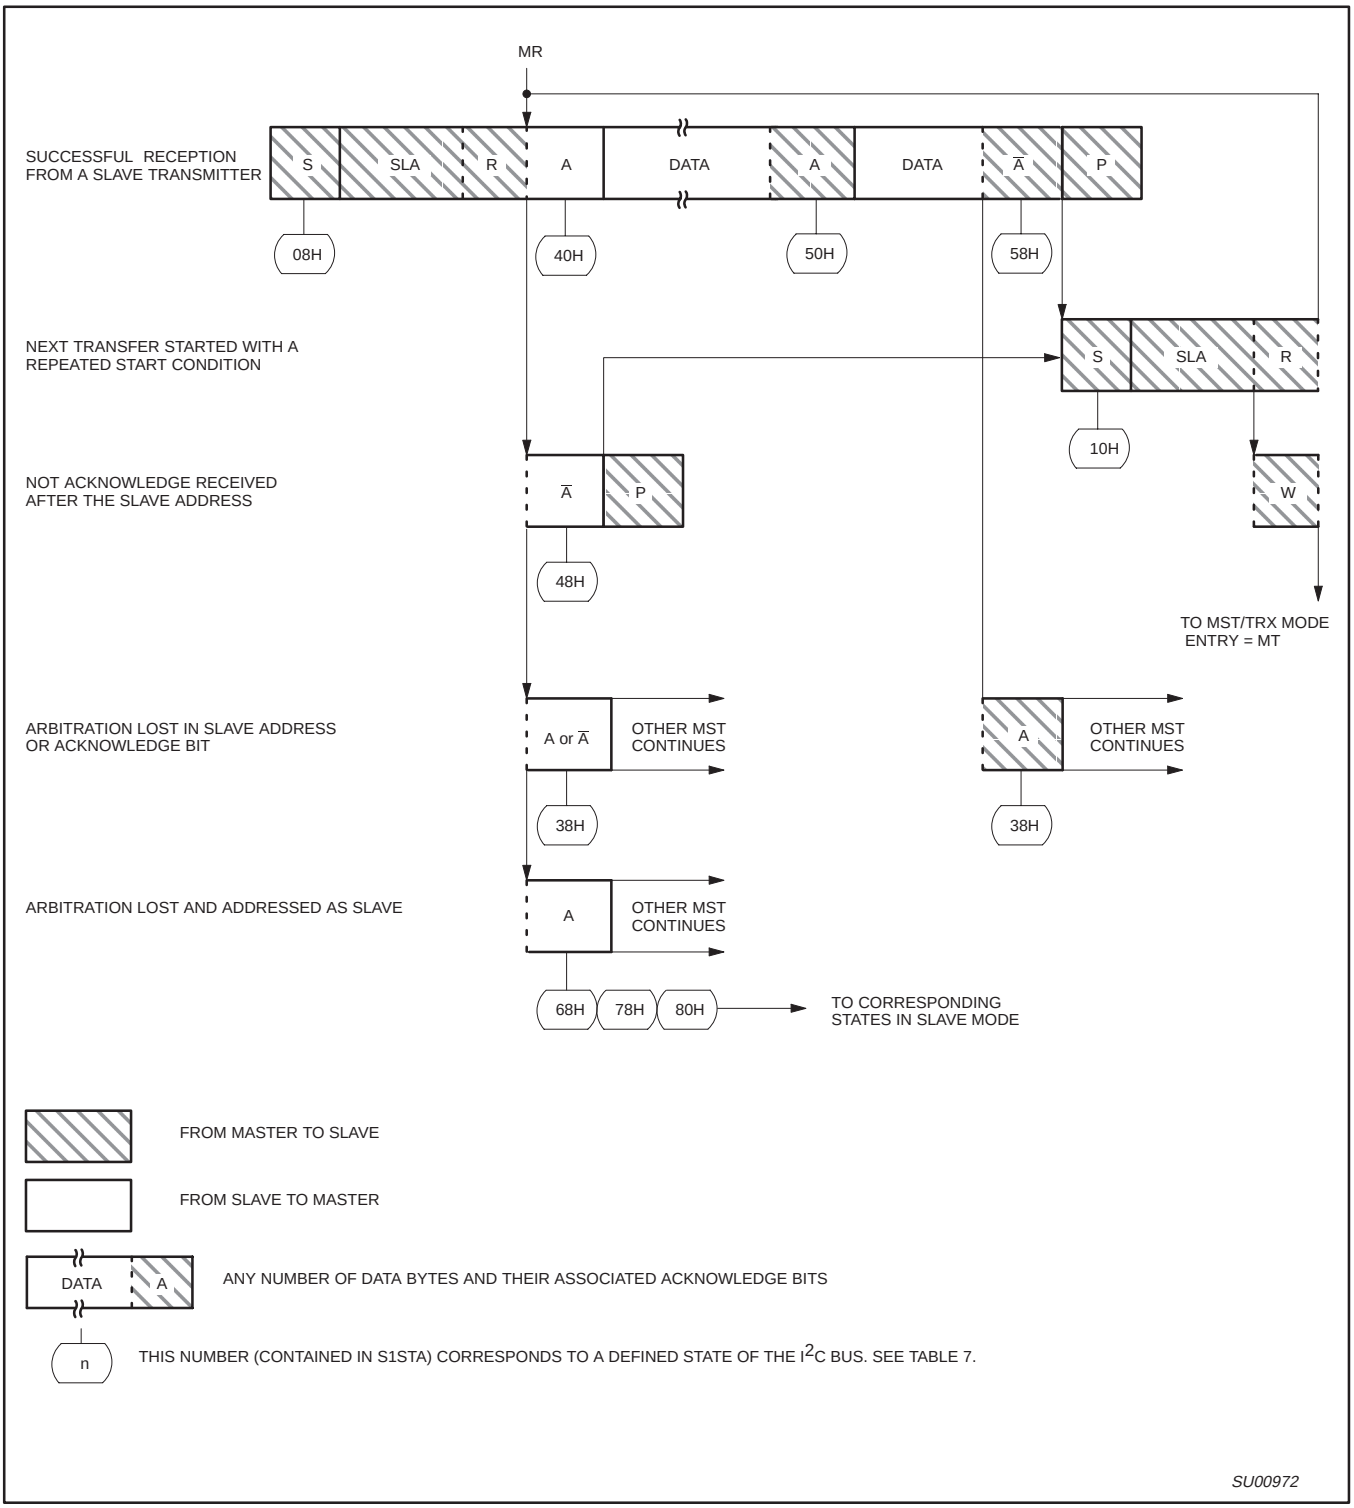

**Figure 41. Format and States in the Master Receiver Mode**
**Master Receiver Mode:** In the master receiver mode, a number of data bytes are received from a slave transmitter (see Figure 41). The transfer is initialized as in the master transmitter mode. When the start condition has been transmitted, the interrupt service routine must load S1DAT with the 7-bit slave address and the data direction bit (SLA+R). The SI bit in S1CON must then be cleared before the serial transfer can continue.